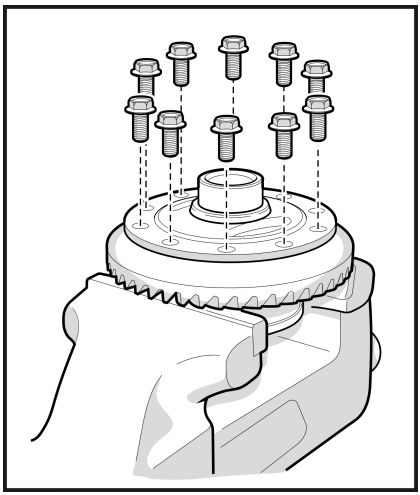

Рис. 7
2.1 Закрепите штатный дифференциал в тисках с губками из мягкого металла, и открутите болты крепления ведомой шестерни. (**Рис. 7**)